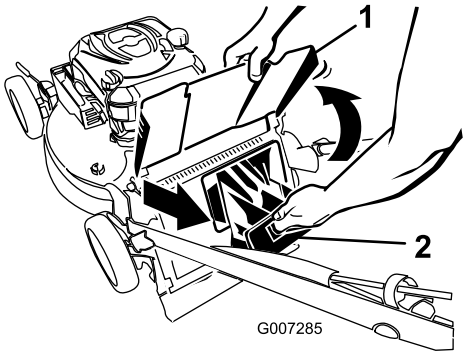

Figur 20
2. Lyft upp utkastarskärmen och håll den upplyft (Figur 20).
3. Dra ut den bakre utkastarpluggen (Figur 20).
1. Lyft upp utkastarskärmen och håll den upplyft (Figur 20).
2. Dra ut den bakre utkastarpluggen (Figur 20).